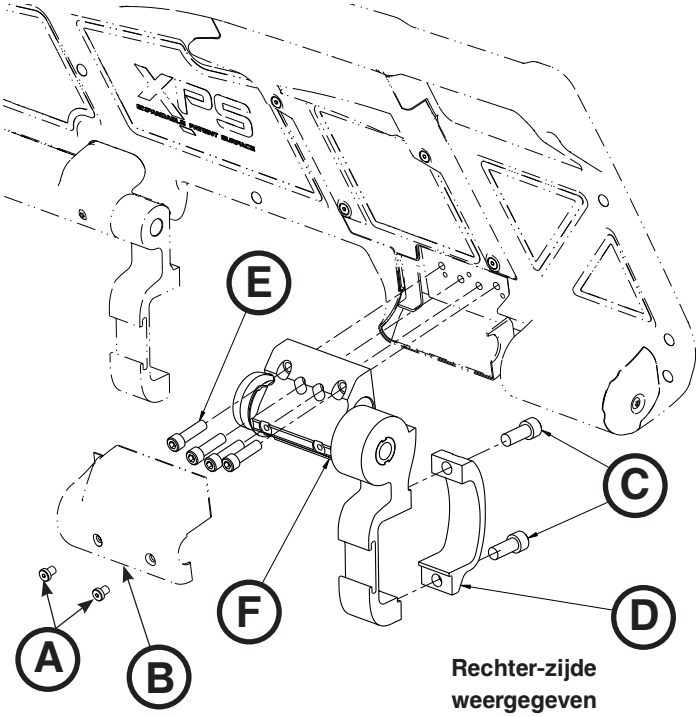

Afbeelding 83
3. Verwijder met een 3/32-inch inbussleutel de twee schroeven (A) waarmee de ratelafdekking (B) aan de rateleenheid is bevestigd. Verwijder de afdekking (Afbeelding 83).
4. Verwijder met 1/4-inch inbussleutel de inbusschroeven (C) waarmee de klem van het onrusthek (D) aan de rateleenheid aan het voeteneinde van de hoofdeenheid is bevestigd (Afbeelding 83). Zet bij het monteren beide nieuwe schroeven vast met 22 ± 3,3 ft-lb (29,83 ± 4,75 Nm).
5. Verwijder met een 3/16-inch inbussleutel de vier schroeven (E) waarmee de rateleenheid (F) aan de buitenvorm is bevestigd, werp de schroeven weg en verwijder vervolgens de rateleenheid (Afbeelding 83). Zet bij het monteren die vier nieuwe schroeven vast met 9,5 ± 1,5 ft-lb (12,88 ± 2,03 Nm).